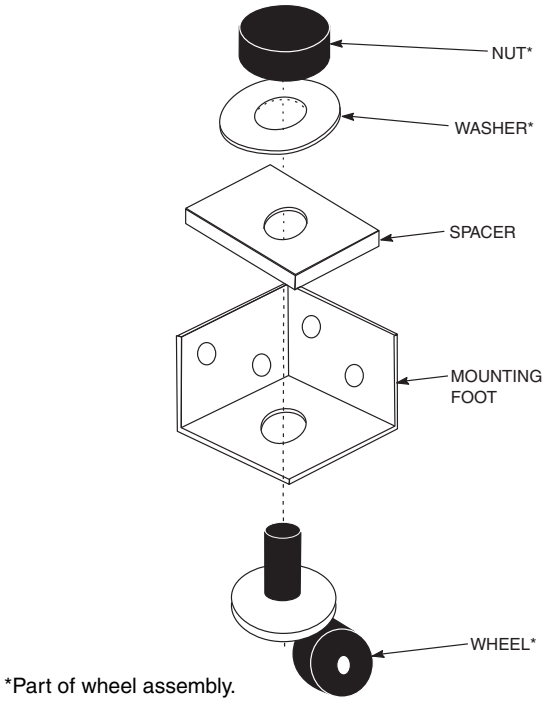

Fig. 2 — Mounting Wheel Assembly and Spacer to Mounting Foot, 30HWA,HWB Units
3. Mount one wheel assembly and spacer to each of the mounting feet as shown in Fig. 2. Tighten the nut so that it holds the wheel assembly securely once the assembly is mounted on the unit. Minimum torque of 20 ft-lb (27 N•m) is recommended.